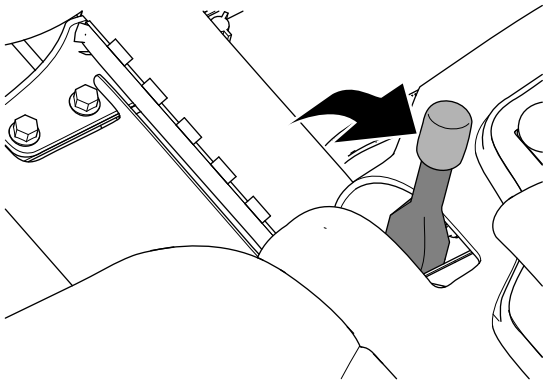

**Figur 33**
2. Koppla in parkeringsbromsen (Figur 33).